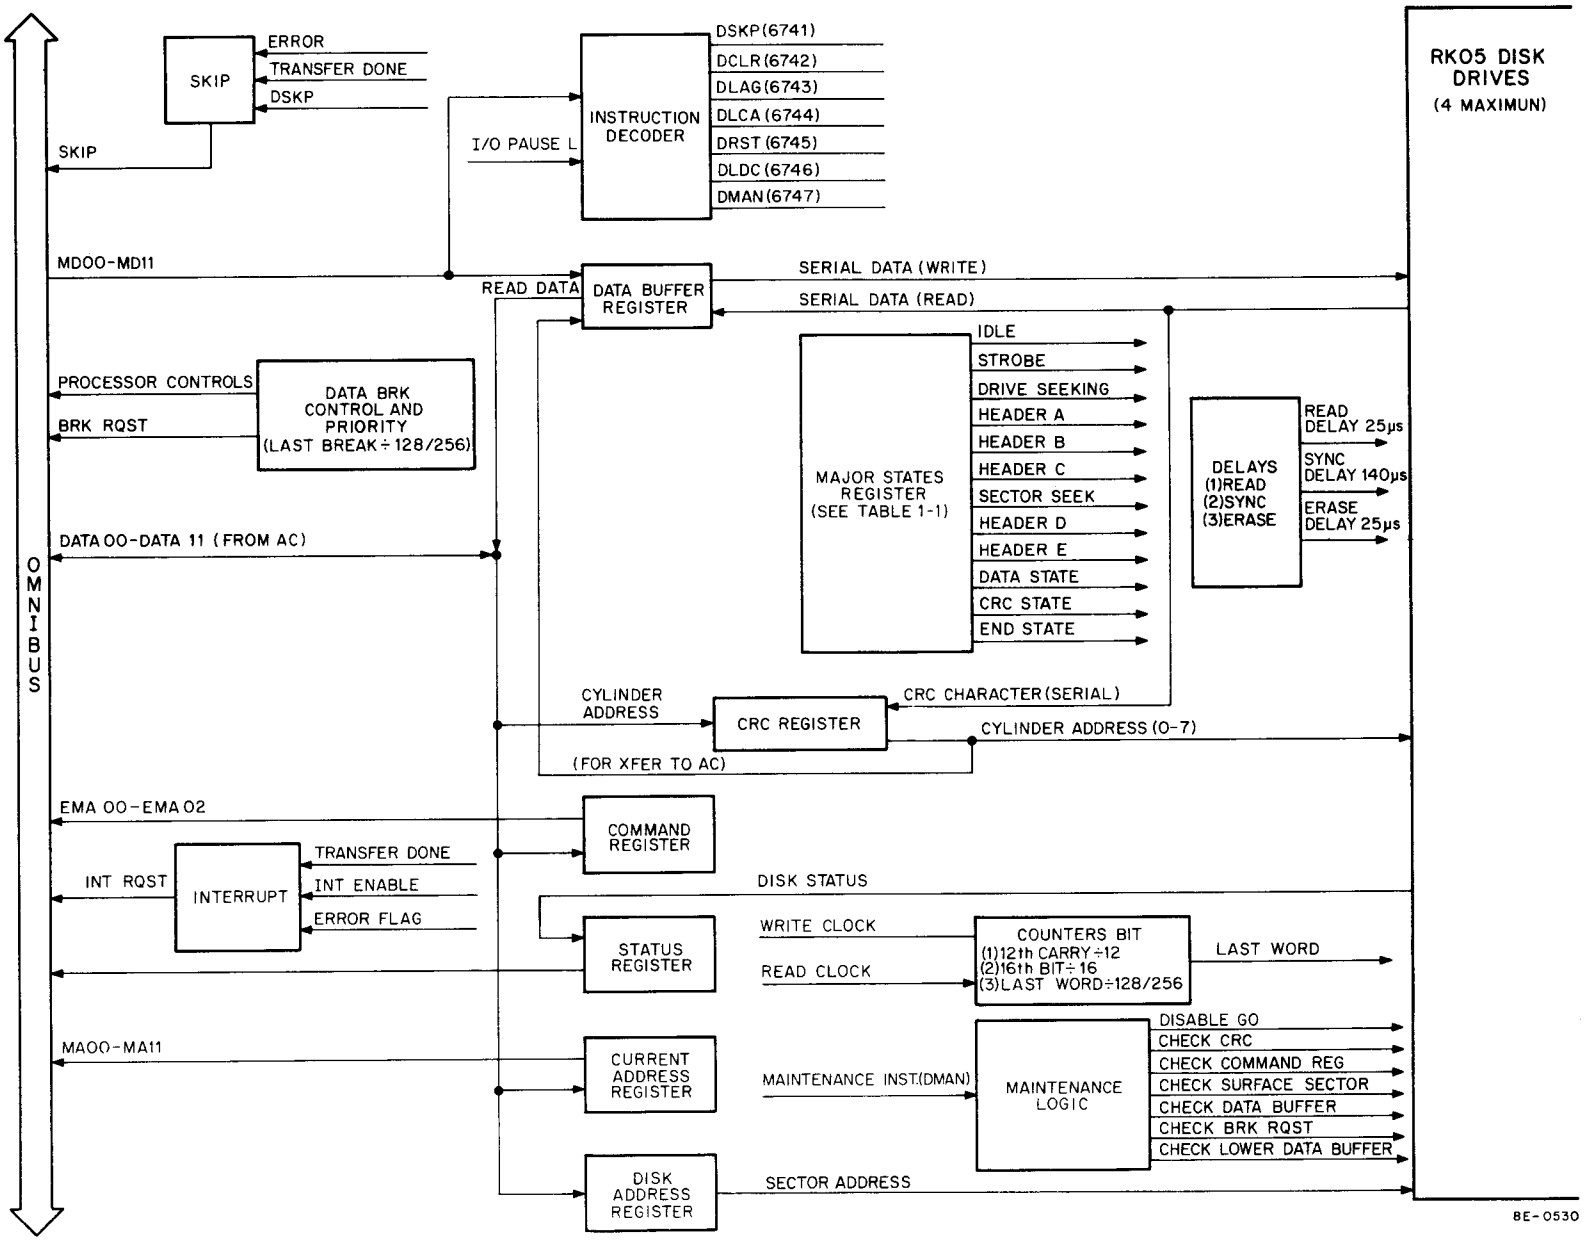

Figure 11-9 RK8-E Block Diagram
This chapter contains a block diagram description (functional level) and a detailed description of the RK8-E logic. Figure 11-9 shows the signal flow between the functional groups of logic.
The I/O bus interface (Figure 11-9) provides the following:
The Command Register (Table 11-13) enables all disk drive operations, i.e., read, write and seek, selects a disk drive unit, selects a memory field for data transfers, enables interrupts, provides the most significant cylinder address bit, and determines the number of words to be transferred (128 or 256). The Command Register (Figure 11-9) is loaded from the AC by a DLDC instruction with DATA 0—DATA 11. Note that the contents of the Command Register are decoded and used after the program executes the DLAG instruction (load disk address and GO).
The Status Register (Figure 11-9) contains the current status of the selected disk drive (Table 11-12). The program determines the status of the RK8-E and disk drive by transferring the contents of the Status Register to the AC using a DRST instruction. The Status Register receives its input from the RK05 Disk Drive and the data break control logic. The DONE and ERROR flags are applied to the I/O bus interface to generate skips and interrupts if the skip or interrupt logic is enabled. Note that bit 3 in the Command Register must be set (1) to enable an interrupt when the DONE or ERROR flag sets.
The logic in the RK8-E is divided into functional groups for discussion purposes. The block diagram, Figure 11-9, and the flow diagram, Figure 11-15, should be used to understand the interaction of the logic, the signal flow within the RK8-E, and the input or output signals.